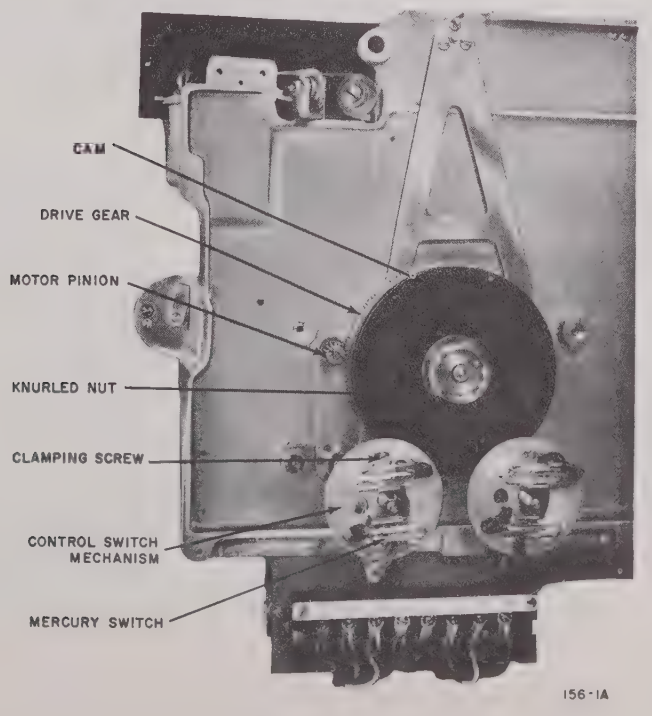

Figure 1. Rear View of Chassis showing control switches
(1) MAKE SURE INSTRUMENT IS LEVEL. Check chassis latch adjustment as described in instrument installation section.
(2) Inspect control switch mechanism (fig. 1) for damage. Make sure the glass tubes are not cracked or broken.
(3) If a switch has been rotated in its clip, it may fail to make contact. Make sure switches are properly positioned (with "UP" label upward) and securely cemented in their clips.
(4) Check switch leads. They should not be wedged against the switch clips nor restrict motion of switches at any point. Moreover, leads must be dressed to prevent wear through of insulation and grounding out on metal parts.
(1) Inspect for loose or broken connections at terminal block.
(2) Refer to the wiring diagrams included in this manual and connect an ohmmeter to each set of terminals in turn. Check for proper switching action by rotating the drive gear (fig. 1) to move the scale and set point index past the fixed index. Also observe the mechanism for proper mechanical action. Replace defective parts and refer to par. 2 below.